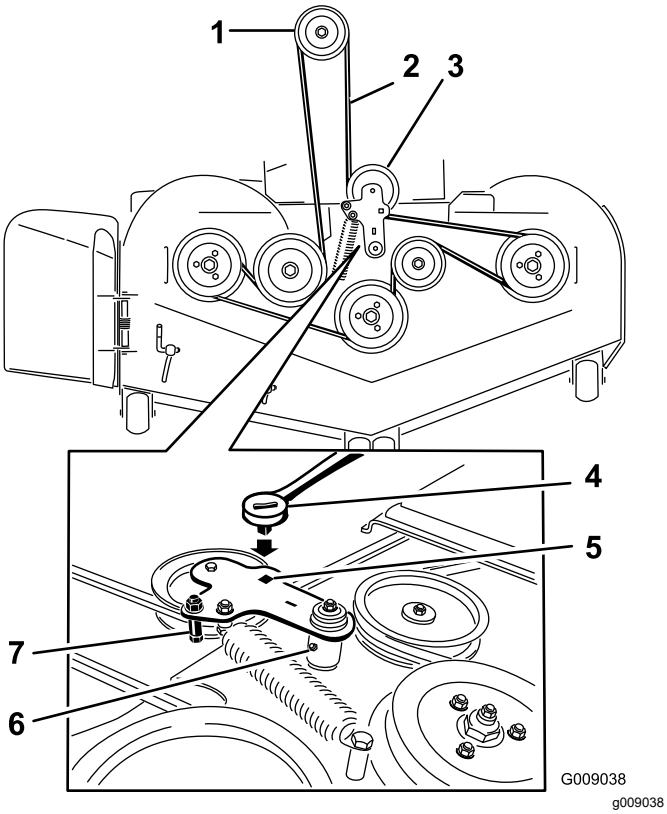

Figur 87
7. Brug en skralde i det firkantede hul i styrearmen for at fjerne spændingen på styrefjederen (Figur 87).
9. Fjern remstyret på den fjederbelastede styrearm (Figur 87).
11. Før den nye rem rundt om plæneklipperens remskiver og koblingsremskiven under motoren (Figur 87).
12. Monter remstyret på styrearmen (Figur 87).
13. Monter styrefjederen ved at bruge skralden i det firkantede hul (Figur 87).